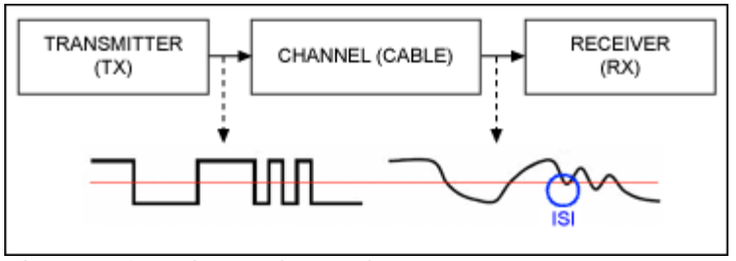

Figure 1. ISI at the receiver end.
Recent advances in video applications, along with the exponential expansion of data traffic volume, have raised the demand for higher data rates. As a result, low-cost twisted-pair (TP) cables have gained special interest. However, frequency-dependent attenuation over long runs of these TP cables is a major limiting factor to their optimal use. This frequency-dependent attenuation causes significant intersymbol interference (ISI) in the received signal, which, in turn, creates difficulty for clock and data recovery and causes a higher bit-error rate (BER). Figure 1 shows the representation of a transmitted signal being degraded by the cable before the signal arrives at the receiver. By significantly reducing ISI and recovering the severely degraded data, the transmitter and the receiver can employ some form of line equalization to enable reliable operation.